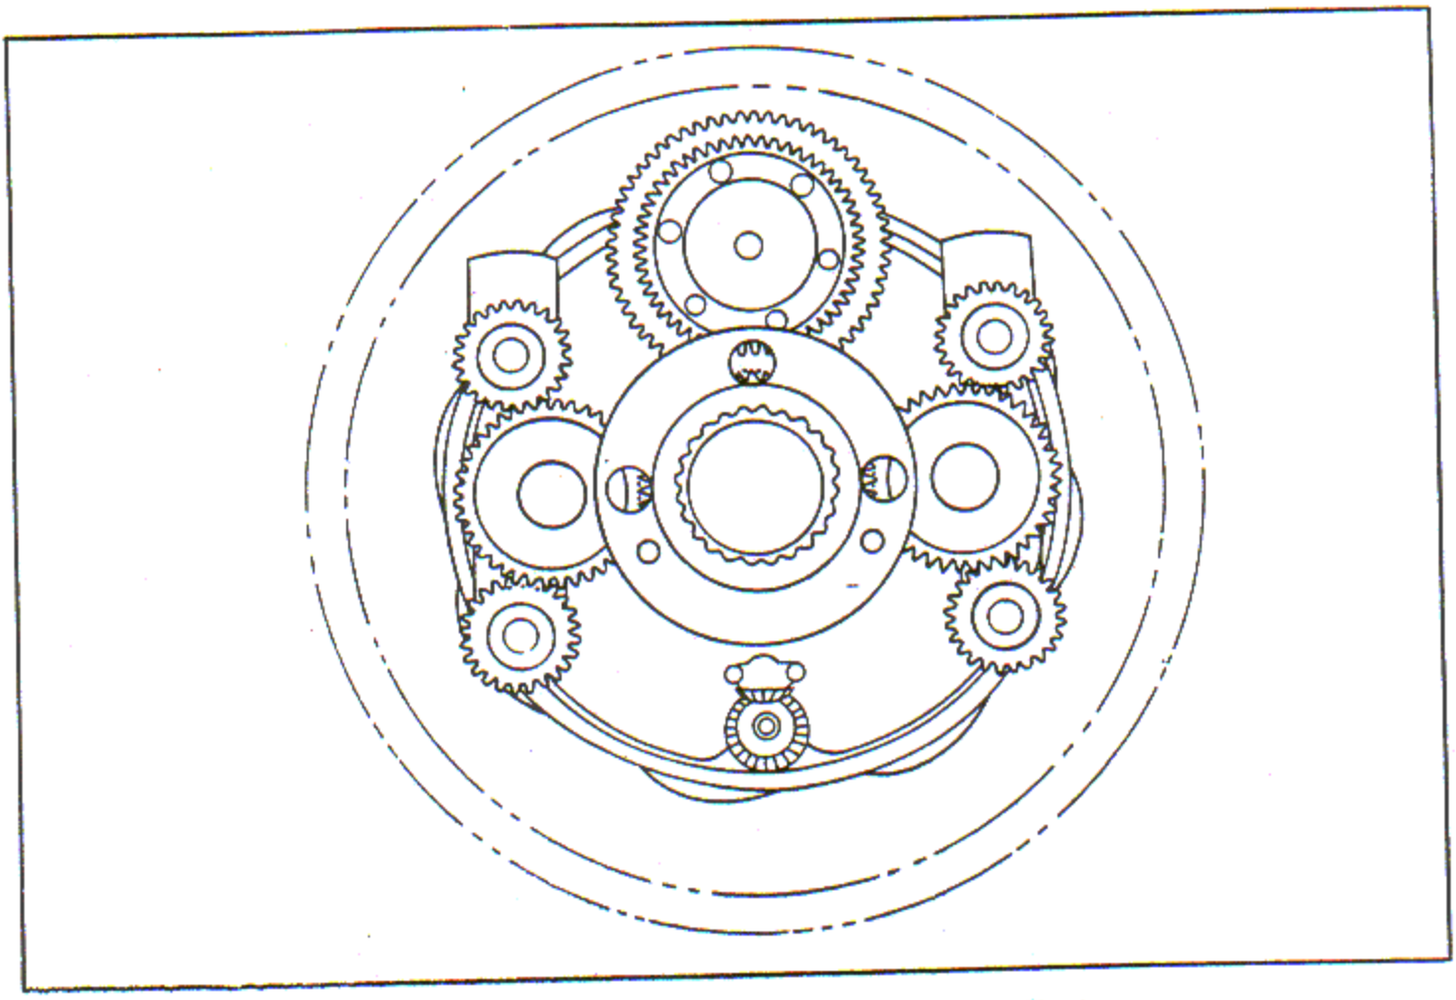

Figure 8-3. Typical Installation of Cam Aligning Tool
b. Install the cam assembly aligning tool with the blind spline over the pin in the crankshaft and check the timing marks on all the gears. See figure 8-3.